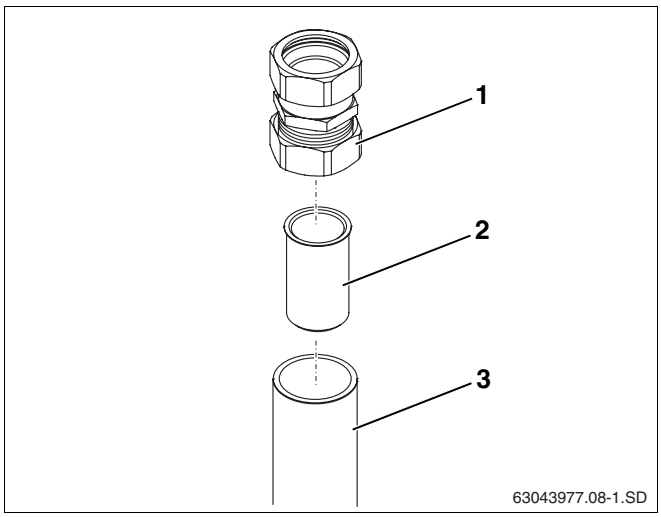

Afb. 7 Steunhulzen plaatsen
- Breng de Twin Tube 15-leidingen (afb. 7, **pos. 3**) op de juiste lengte, om deze 2 – 3 cm in de klemringkoppelingen (afb. 7, **pos. 1**) te kunnen schuiven.
Mocht een verlenging van afzonderlijke leidingstukken noodzakelijk zijn, dan kan die worden uitgevoerd met behulp van de klemringkoppeling (afb. 7, **pos. 1**).
- Breng de steunhulzen (afb. 7, **pos. 2**) in de Twin Tube 15-leidingen (afb. 7, **pos. 3**) naar binnen.
- Schuif de Twin Tube 15-leidingen, die op de juiste lengte gebracht zijn, (afb. 7, **pos. 3**) helemaal tot aan de aanslag in de voorbereide klemringaansluitingen.
- Borg de wartelmoer met klemringkoppeling (afb. 7, **pos. 1**) met behulp van een geschikte sleutel.